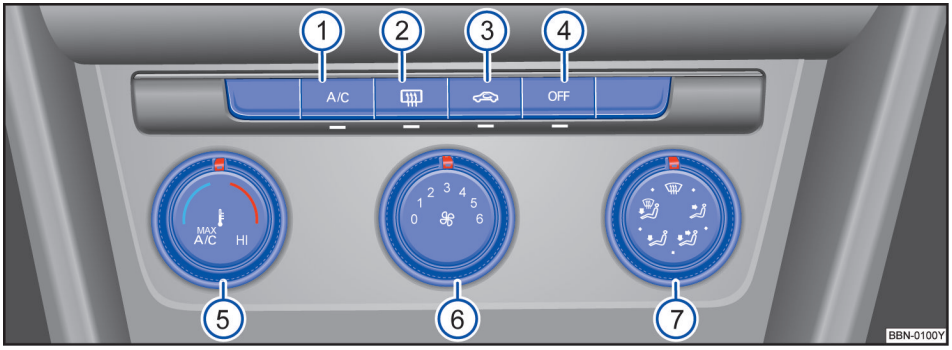

图 133 中控台上：电子手动空调的操作元件
– 按压按钮⇒图 133 ③，即可打开或关闭空气内循环模式。如果此按钮中的指示灯亮起，说明其处于打开状态。